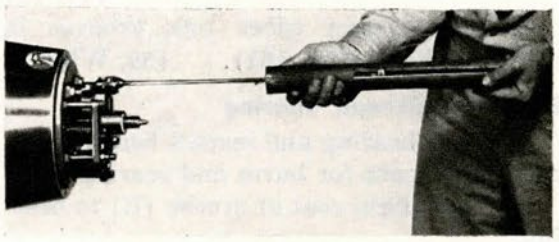

Figure 164
2. Repack packing glands, using approximately nine inches of 3/16-inch-diameter asbestos packing. Set up on gland nuts gradually, while working rudder rods back and forth. Use oil (D) while working in packing. When properly packed, rudder rods should move with a force of nine pounds or less, with the gland nut set up flush (Fig. 164). **(229, 98)**